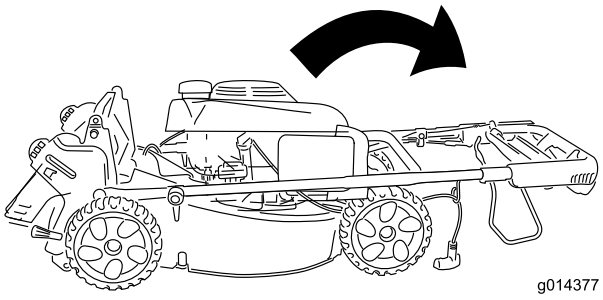

Figura 4
2. Spostate con attenzione la sezione superiore della stegola in avanti finché le due metà della stegola non sono in linea e si sistemano come mostrato Figura 4.